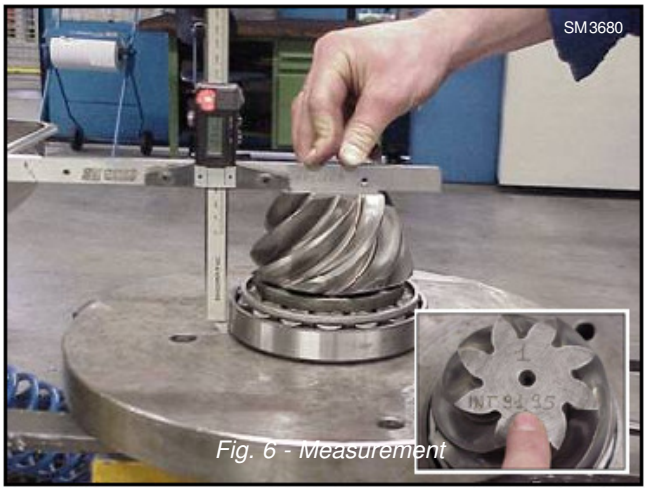

Fig. 6 - Measurement
5. Assemble the pinion (19) and put it in the measuring device to determine the thickness of the adjusting washer (48). On the pinion head surface, the distance from the middle of the differential cage to the pinion head is engraved. Refer to Figures 6 and 7.